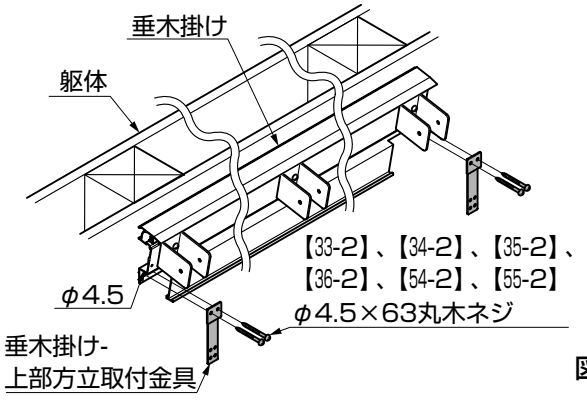

図4-5　垂木掛け-上部方立取付金具の取付け
①垂木掛け-上部方立取付金具を垂木掛けに、【33-2】または【34-2】、【35-2】、【36-2】、【54-2】、【55-2】で取付けてください。(図4-5参照)